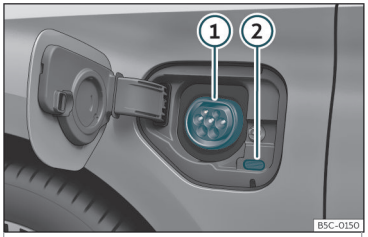

Fig. 191 Dietro il coperchio di ricarica della batteria nella parte anteriore sinistra: Presa di carica
›› **fig. 191**
- Con il veicolo sbloccato, premendo il coperchio di ricarica della batteria, questa si apre››› fig. 191.